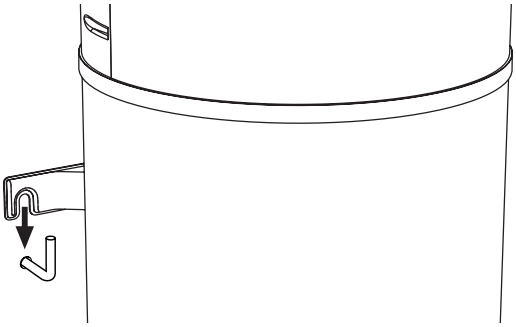

fig. 51 - Fijación a la pared
- Enganchar la bomba de calor con el soporte de fijación (fig. 51).